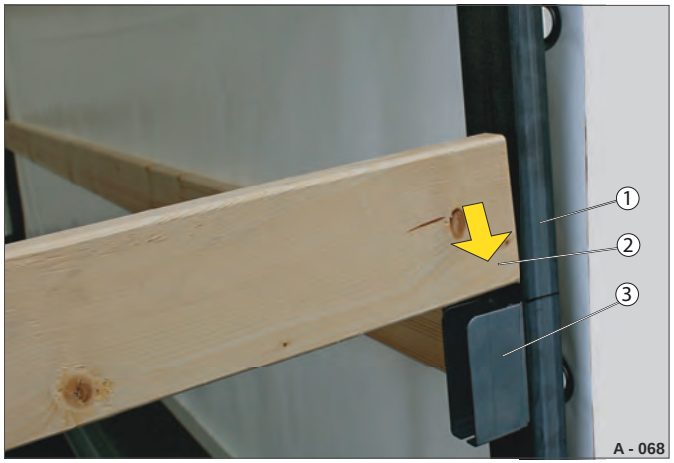

Fig. 79 Isætning af indsatslægte (f.eks. HT)
- ▶ Læg lægten (Fig. 79 /2) oppefra ind i støttebueholderne (Fig. 79 /3) i stolperne (Fig. 79 /1).